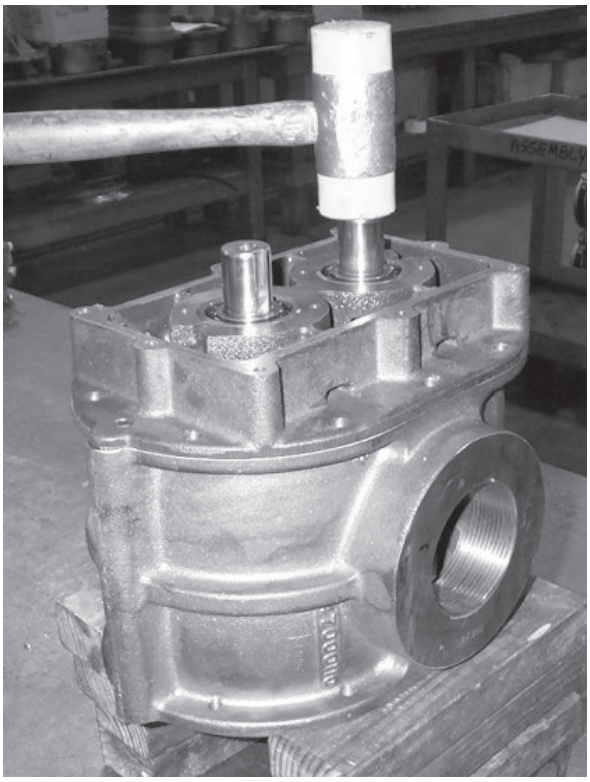

Figure 8-8 – Driving Rotors Out Using Soft Mallet
14. Press the rotors out of the free (non-drive) end plate in press if available. If press is not available, support the end plate and rotors in the housing. Block up the housing and use a soft mallet to drive the rotors out (see ***Figure 8-8***). A jaw-type puller can also be used.